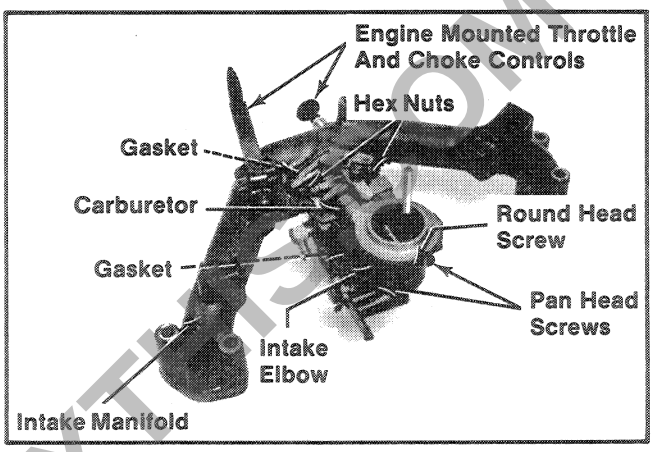

**Figure 11-46. Installing Carburetor To Intake Manifold.**
1. Install the gasket, intake elbow, plain washer, round head screw, int. tooth lock washers, and pan head screws to carburetor. Refer to Figure 11-46.